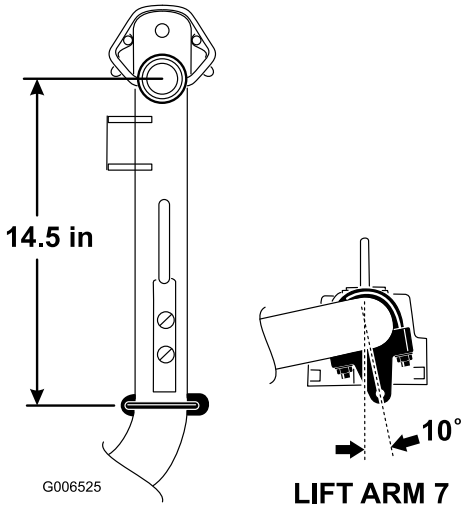

Figura 12
3. Nos braços de elevação nº 6 e nº 7, posicione os suportes e as cavilhas em U 37 cm atrás do centro da articulação (Figura 12). Rode os suportes 10 graus para o lado exterior da máquina.